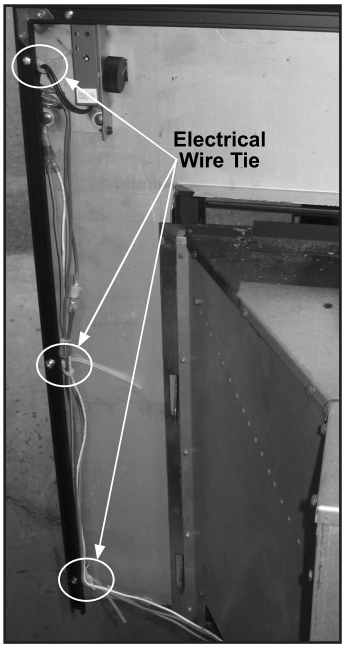

**Figure 22: Wire ties holding wires against the panel**
9. Connect the wires from the unit to the ON/OFF/THERMOSTAT switch mounted on the surround panel (see figure 22)